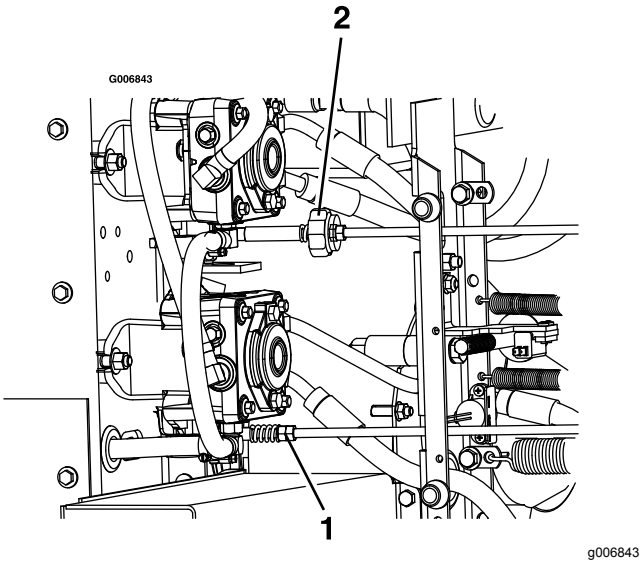

**Figuur 66**
9. Instellen van de NEUTRAALstand: stel de verbindingen in de linker en rechter pompregelstangen (die de besturing verbinden met de regelarmen van de pompen) bij totdat de wielen stoppen, of langzaam achteruit kruipen (Figuur 66).
11. Stel de rechter verbinding in door de dubbele moeren met een sleutel te verdraaien (Figuur 66).